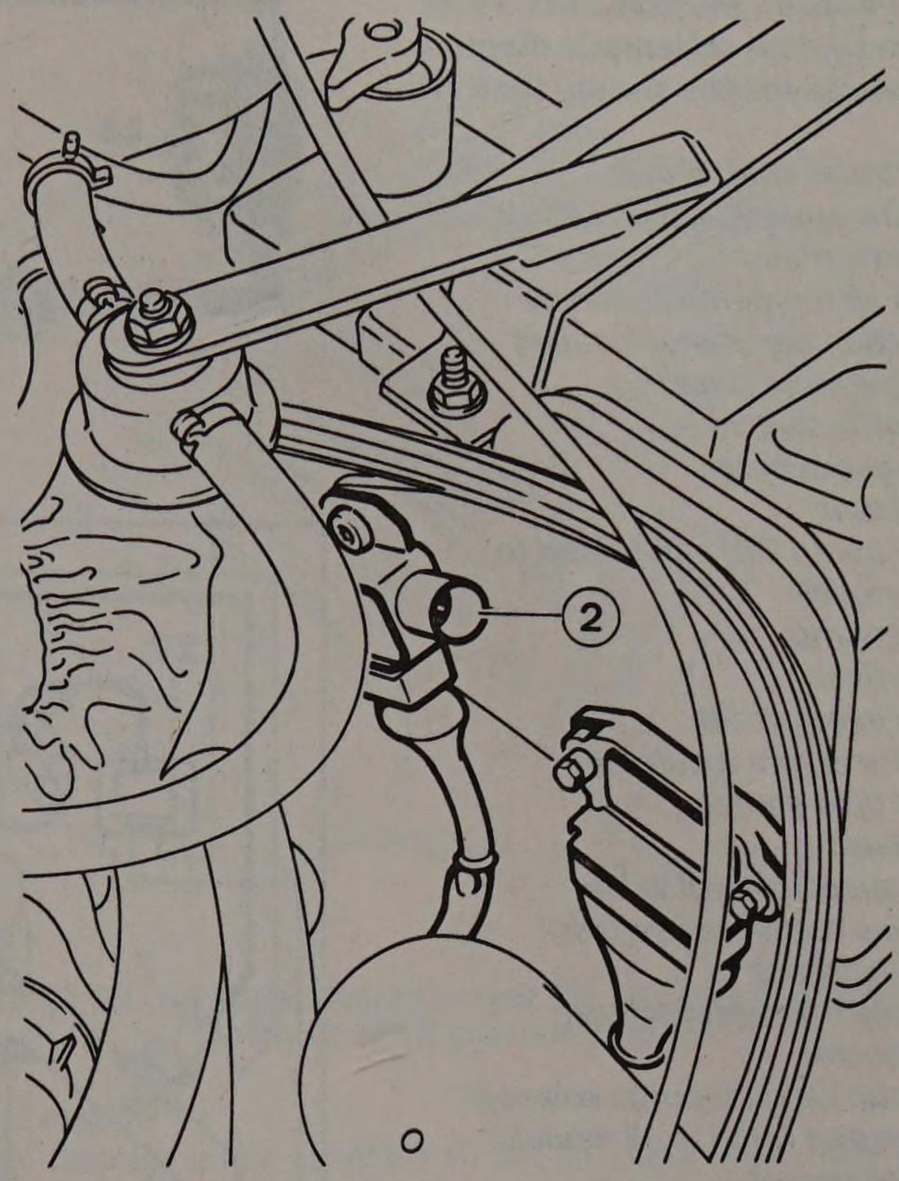

Fig. 13.23 Mixture adjustment screw (2) – Motronic MP3.1 system (Sec 7C)
11 Remove the tamperproof cap from the mixture adjustment screw (2) in Fig. 13.23.